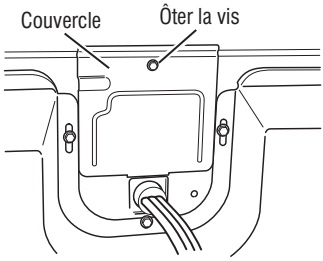

Figure 3 - Retirer le couvercle (électrique).
2. Retirer le couvercle à l'arrière de la sécheuse. Voir Figure 3.